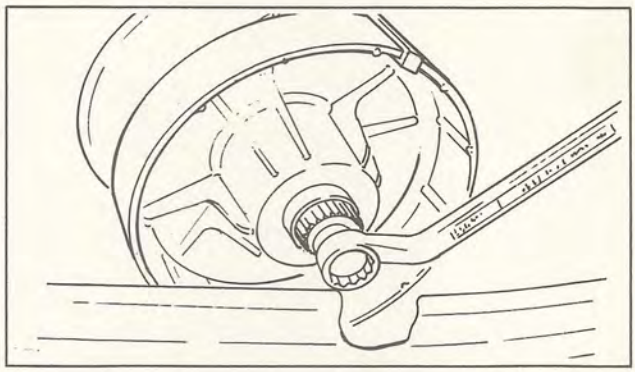

Fig. 2-10
(4) With primary sheave installer/remover 1 being installed, remove the primary sliding sheave and primary fixed sheave from the crankshaft. (Fig. 2-10)